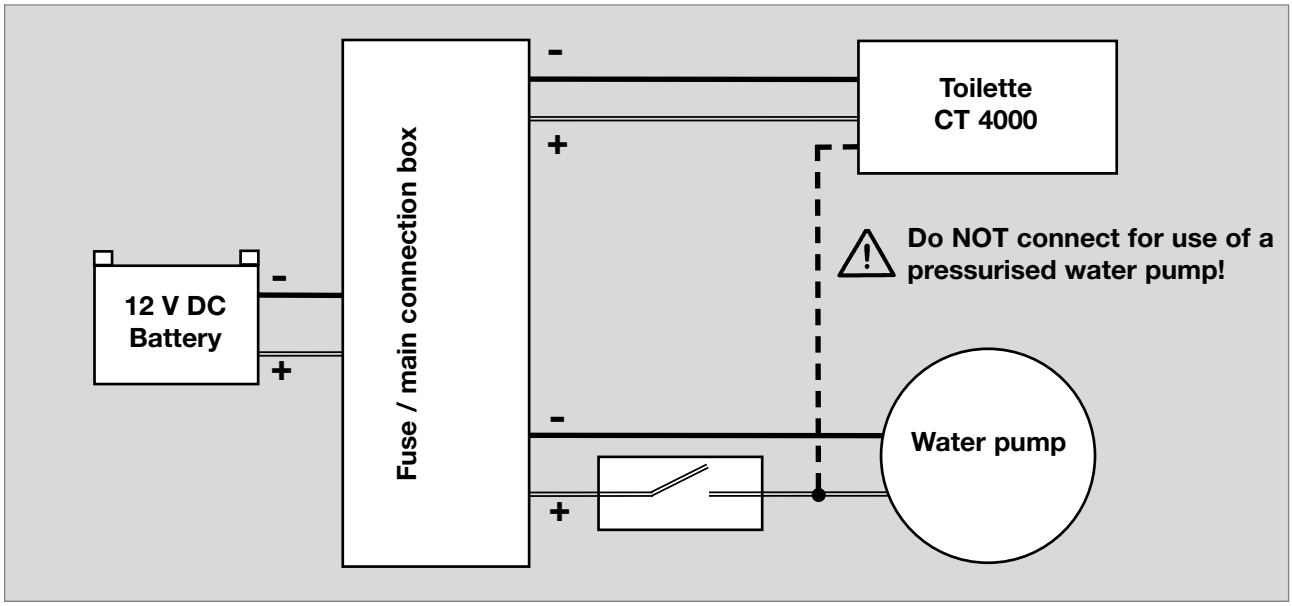

Fig. 30
- **Connect the toilet to a suitable power supply via the main connection block of the vehicle (Fig. 30).**